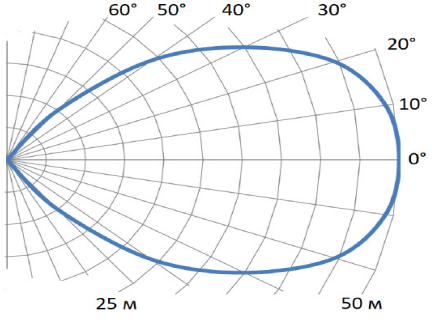

Рисунок 58 – Диаграмма обнаружения в любой плоскости
2.5.17.5 С помощью поворотного кронштейна задайте требуемую ориентацию зоны обнаружения (рисунок 58), установив корпус ИПП-ЗИК-Ex в необходимое положение. Зафиксируйте выбранное положение, затянув винт кронштейна.
2.5.18.5 С помощью поворотного кронштейна задайте требуемую ориентацию зоны обнаружения (рисунок 58), установив корпус ИПП-ИК-УФ-Ех в необходимое положение. Зафиксируйте выбранное положение, затянув винт кронштейна.